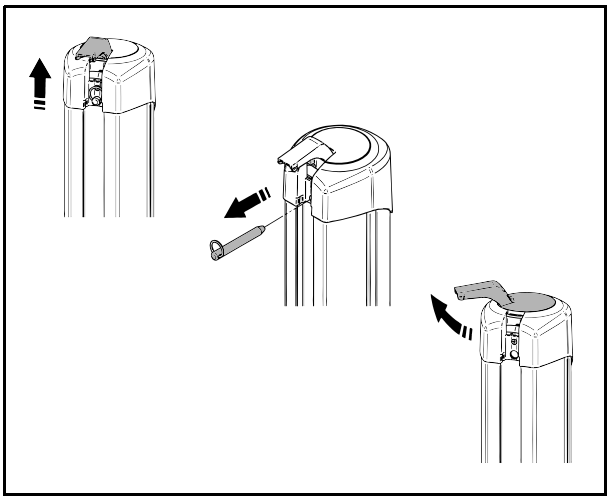

Fig. 7
1. Sollevare la leva di emergenza di colore rosso (vedere Fig. 7).